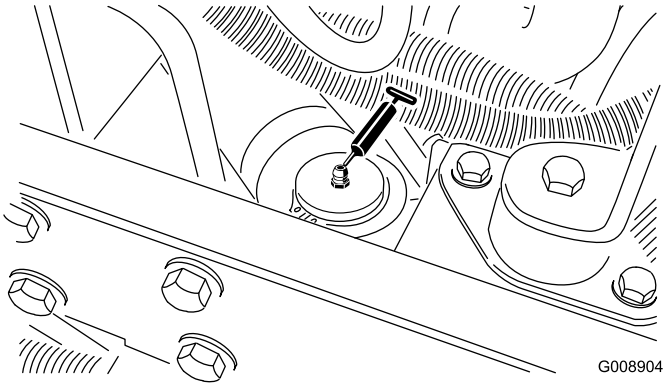

Figura 57
- Cilindro de dirección (Figura 57).